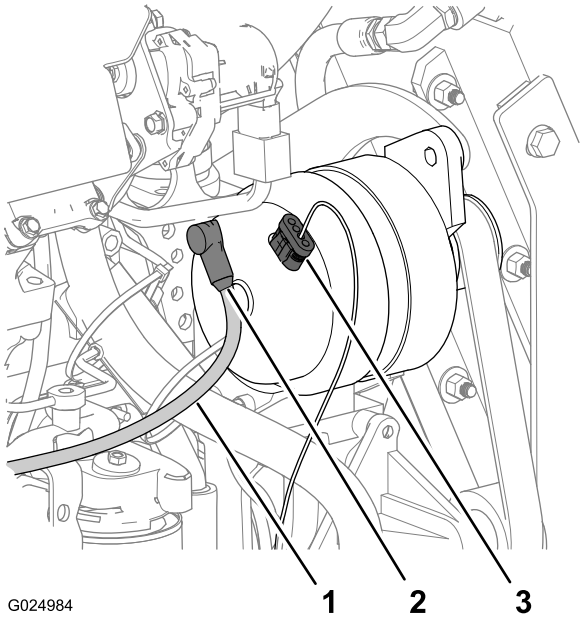

Rysunek 116
1. Ściągnij osłonę zacisku i kołka z tyłu alternatora (Rysunek 116).
3. Odłącz złącze 4-gniazdowe przewodu wykrywania napięcia od złącza 4-stykowego na górze alternatora (Rysunek 116).
2. Podłącz złącze 4-gniazdowe przewodu wykrywania napięcia do złącza 4-stykowego na górze alternatora (Rysunek 116).
3. Zamontuj zacisk przewodu ładowania do kołka alternatora z tyłu alternatora (Rysunek 116).
5. Nasuń osłonę przewodu ładowania na zacisk i kołek (Rysunek 116).